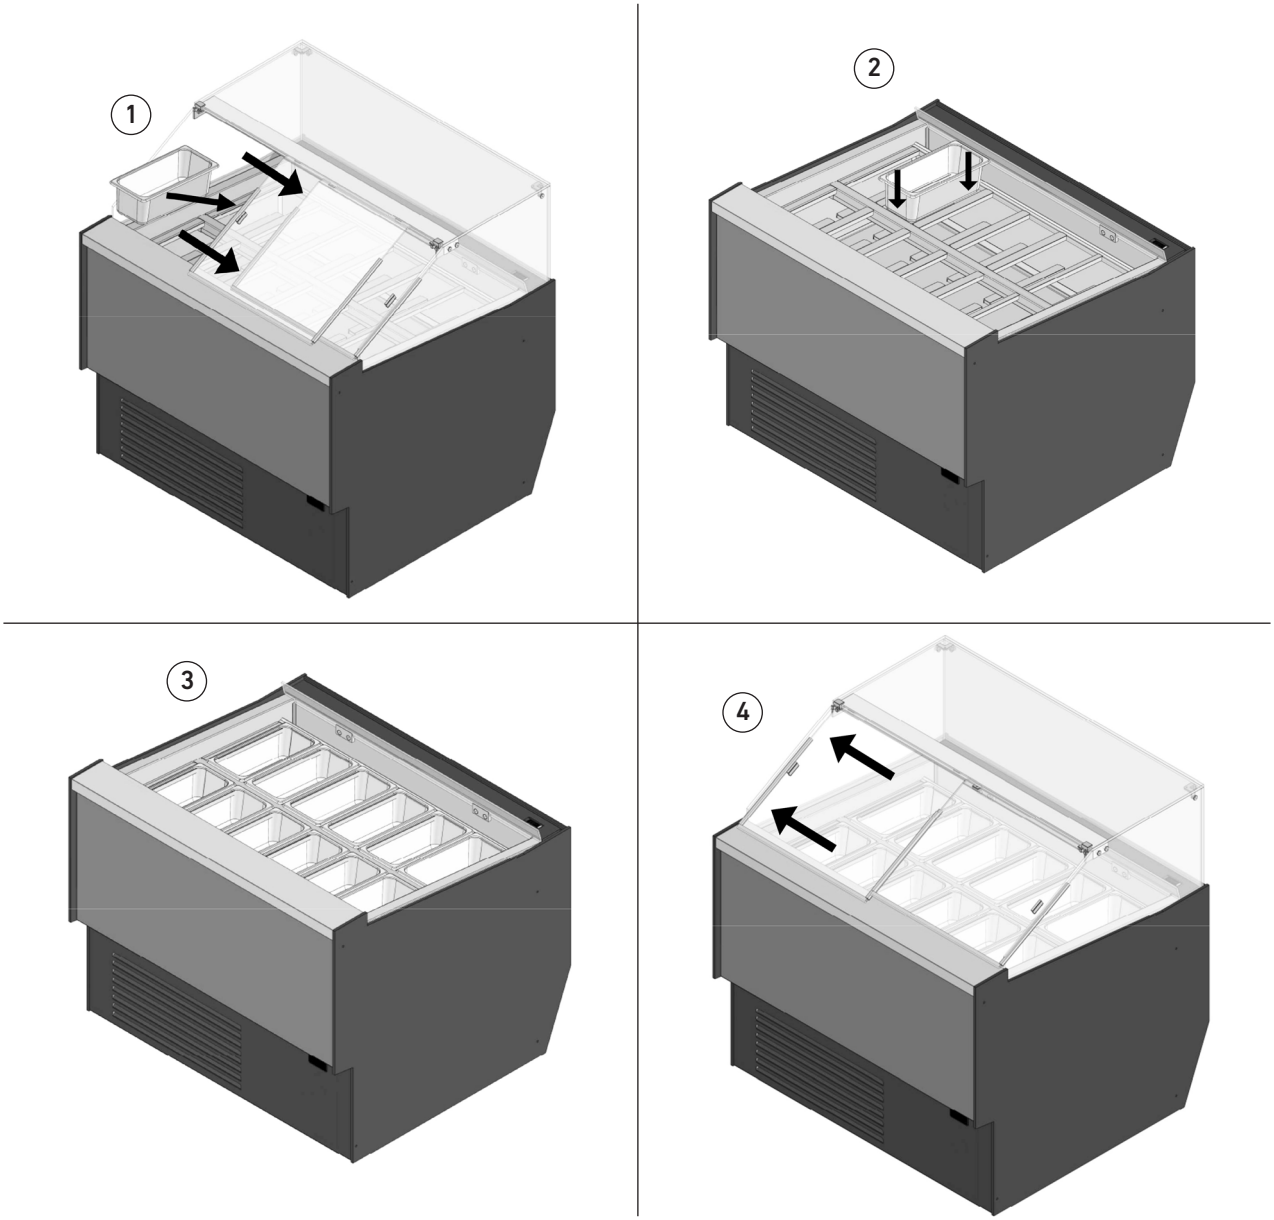

fig. 15
- Ouvrir les éléments coulissants comme indiqué sur la fig. 15 détail 1 pour accéder à la chambre réfrigérée avec les bacs ;
- Placer les bacs dans les cavités appropriées en veillant à ce qu'ils reposent jusqu'à la butée (fig. 15 détail 2-3);
- Fermer les coulissants (Fig. 15). 4).